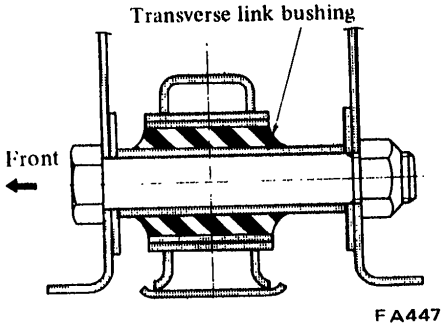

Fig. FA-42 Sectional view of transverse link bushing
1. When installing transverse link bushing, use the special tool ST36710000, and fit it until transverse link bushing outer tube end surface is made flush with the transverse link end surface. Carefully align bushing direction correctly (front and rear). See Figure FA-42.